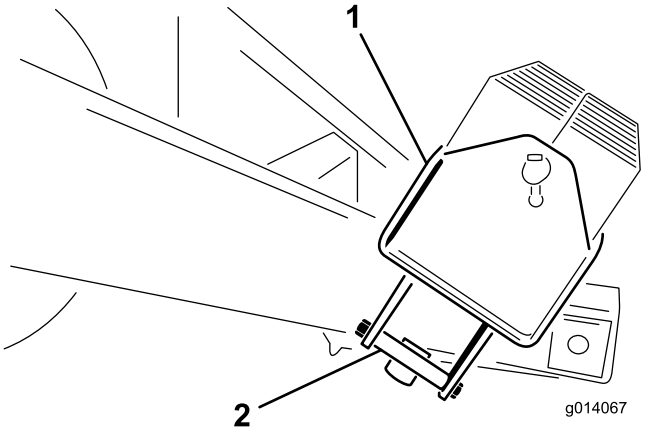

Figur 5
2. Ta ut de 1/2 x 5–1/2 tommers boltene fra monteringsbraketten som holder vektkassen. Kast monteringsbrakettene (Figur 5).